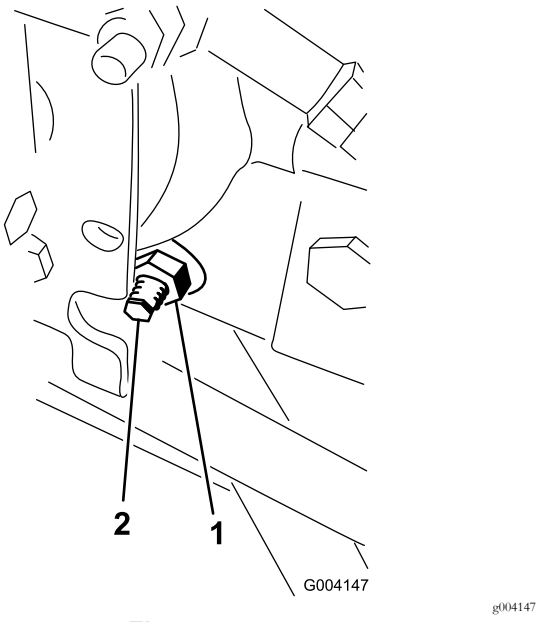

**Figura 47**
3. Dal lato destro dell'idrostato, allentate il dado di bloccaggio sulla camma di regolazione della trazione (Figura 47).